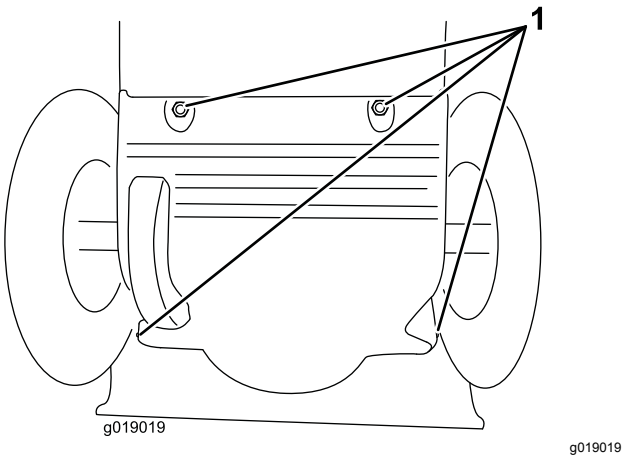

**Figur 43**
1. Fjern bagdækslet (Figur 43).